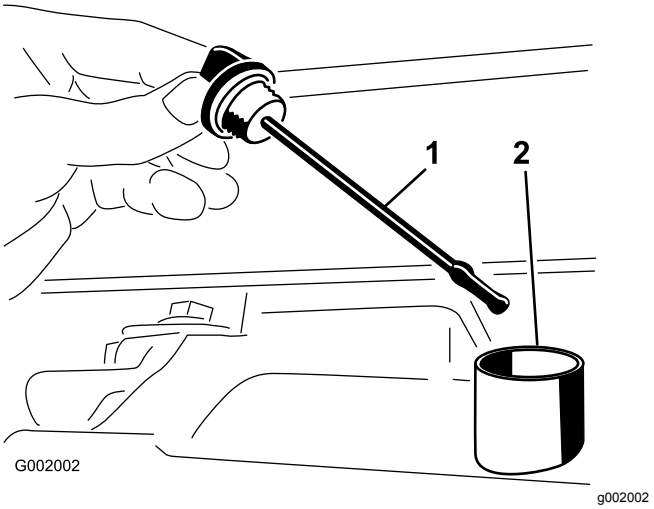

Figur 54
2. Fjern målepinden fra gearkassen, og aftør den med en ren klud (Figur 54).